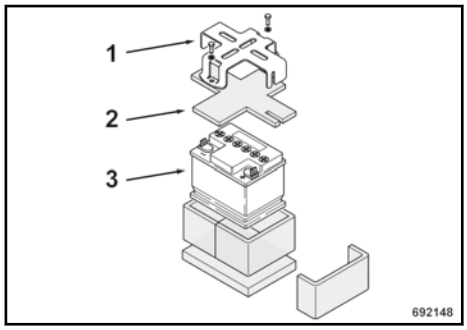

Fig. 44
Unscrew bracket (1) ↳ Fig. 44 of the battery.